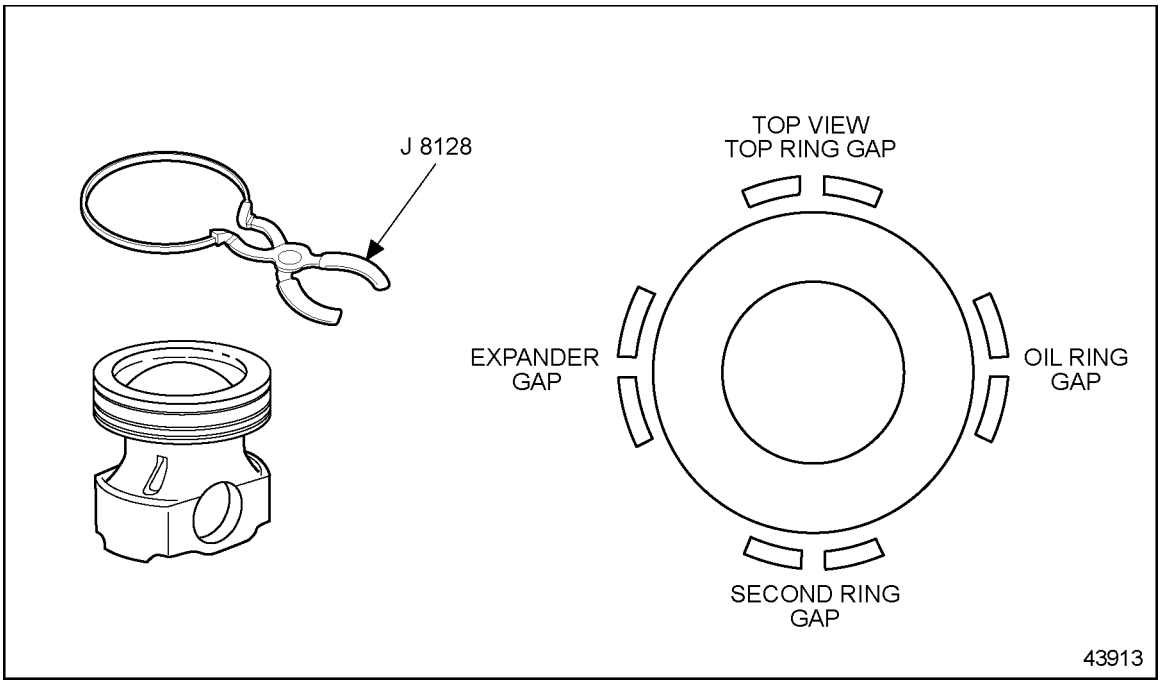

Figure 1-285 Forged Steel Piston Ring Positioning (Diesel)
1. Starting with the compression ring (second groove), install the compression ring and fire ring with tool J 8128. See Figure 1-285. Make sure the identifying dimple on the rings is installed up, toward the dome of the piston. See Figure 1-278 for ring identification and locations.
2. Stagger the ring gaps around the piston. see Figure 1-285.